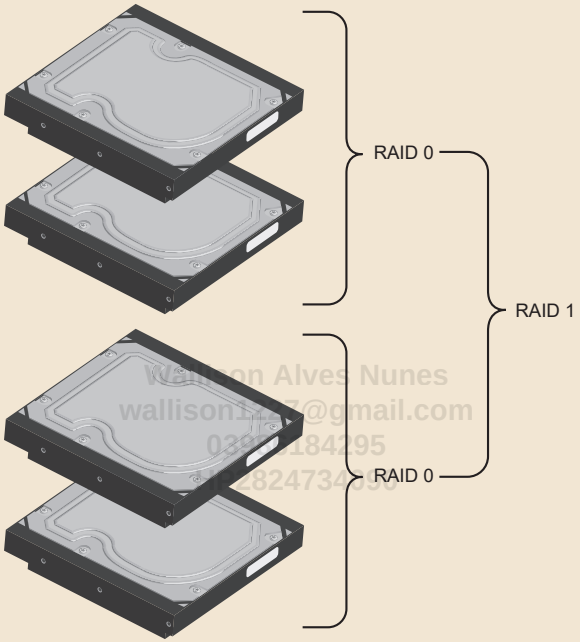

Figura 27.1: Arranjo RAID 0+1 com quatro discos rígidos.
- RAID 0+1: é uma mistura dos modos 0 e 1, isto é, há tanto o aumento de desempenho por acessar unidades de armazenamento em paralelo quanto o espelhamento. É necessário ter no mínimo quatro unidades de armazenamento para usar este modo, que não é suportado por todas as placas-mãe. Para efeitos de planejamento é importante entender como este modo é formado. Em um sistema com quatro unidades de armazenamento, são montados dois arranjos RAID 0 e, em seguida, um arranjo RAID 1 é montado em cima desses dois arranjos RAID 0. Ver Figura 27.1. Neste modo, você terá metade da soma da capacidade das unidades de armazenamento do arranjo. Por exemplo, se você montar um arranjo com quatro discos rígidos de 2 TB, terá 4 TB de capacidade de armazenamento (2 TB x 4 / 2).